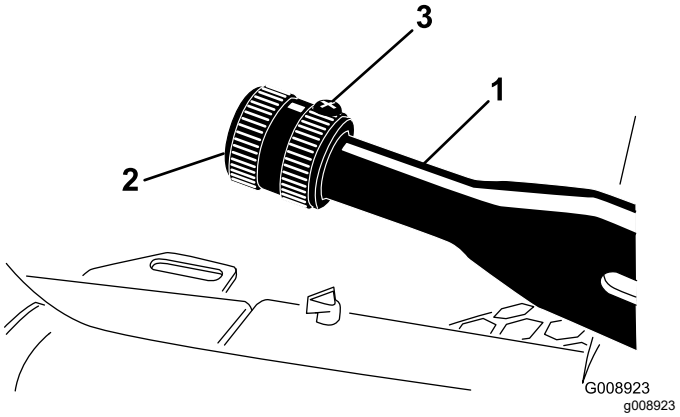

Rysunek 82
2. Poluzuj śrubę ustalającą mocującą gałkę do dźwigni hamulca postojowego (Rysunek 82).